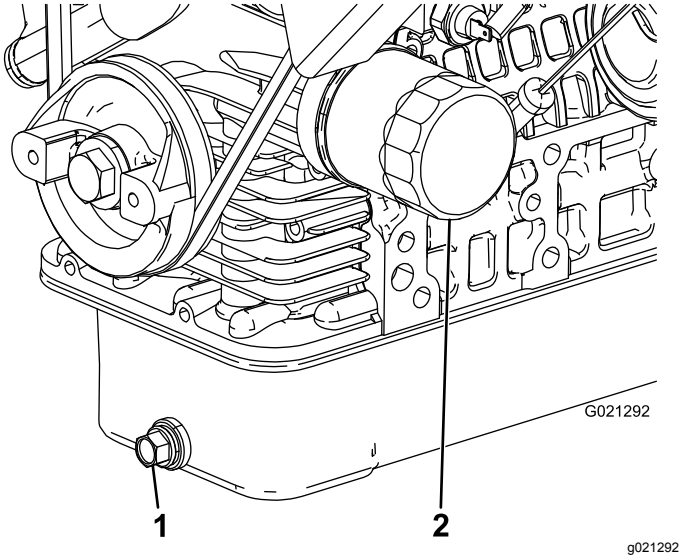

Figura 37
2. Togliete il tappo di spurgo e lasciate defluire l'olio in una bacinella (Figura 37).
4. Togliete il filtro dell'olio (Figura 37).